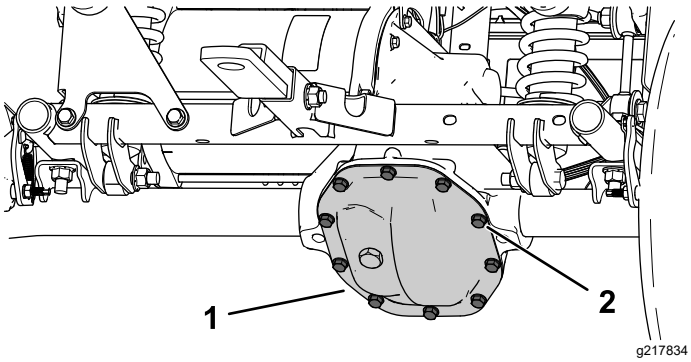

Figuur 48
1. Plaats een opvangbak onder het deksel van de transaxle (Figuur 48).
2. Verwijder de bouten uit het deksel van de transaxle en laat alle vloeistof weglopen (Figuur 48).